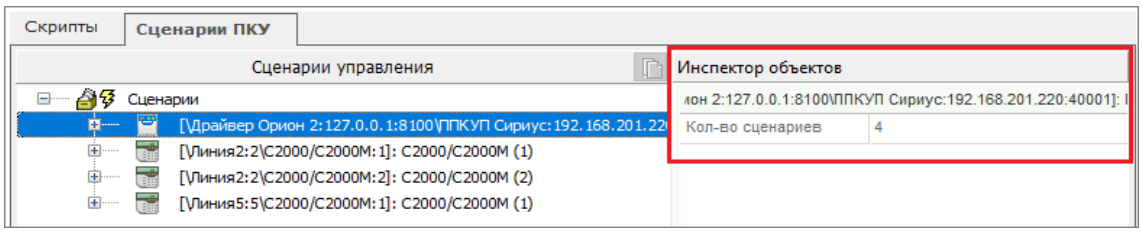

Рисунок 6-617 Информация в инспекторе объектов для устройства ПКУ
- при выборе в дереве сценариев устройства ПКУ в инспекторе объектов отображается количество аппаратных сценариев, созданных для этого устройства ПКУ (см. Рисунок 6-617);